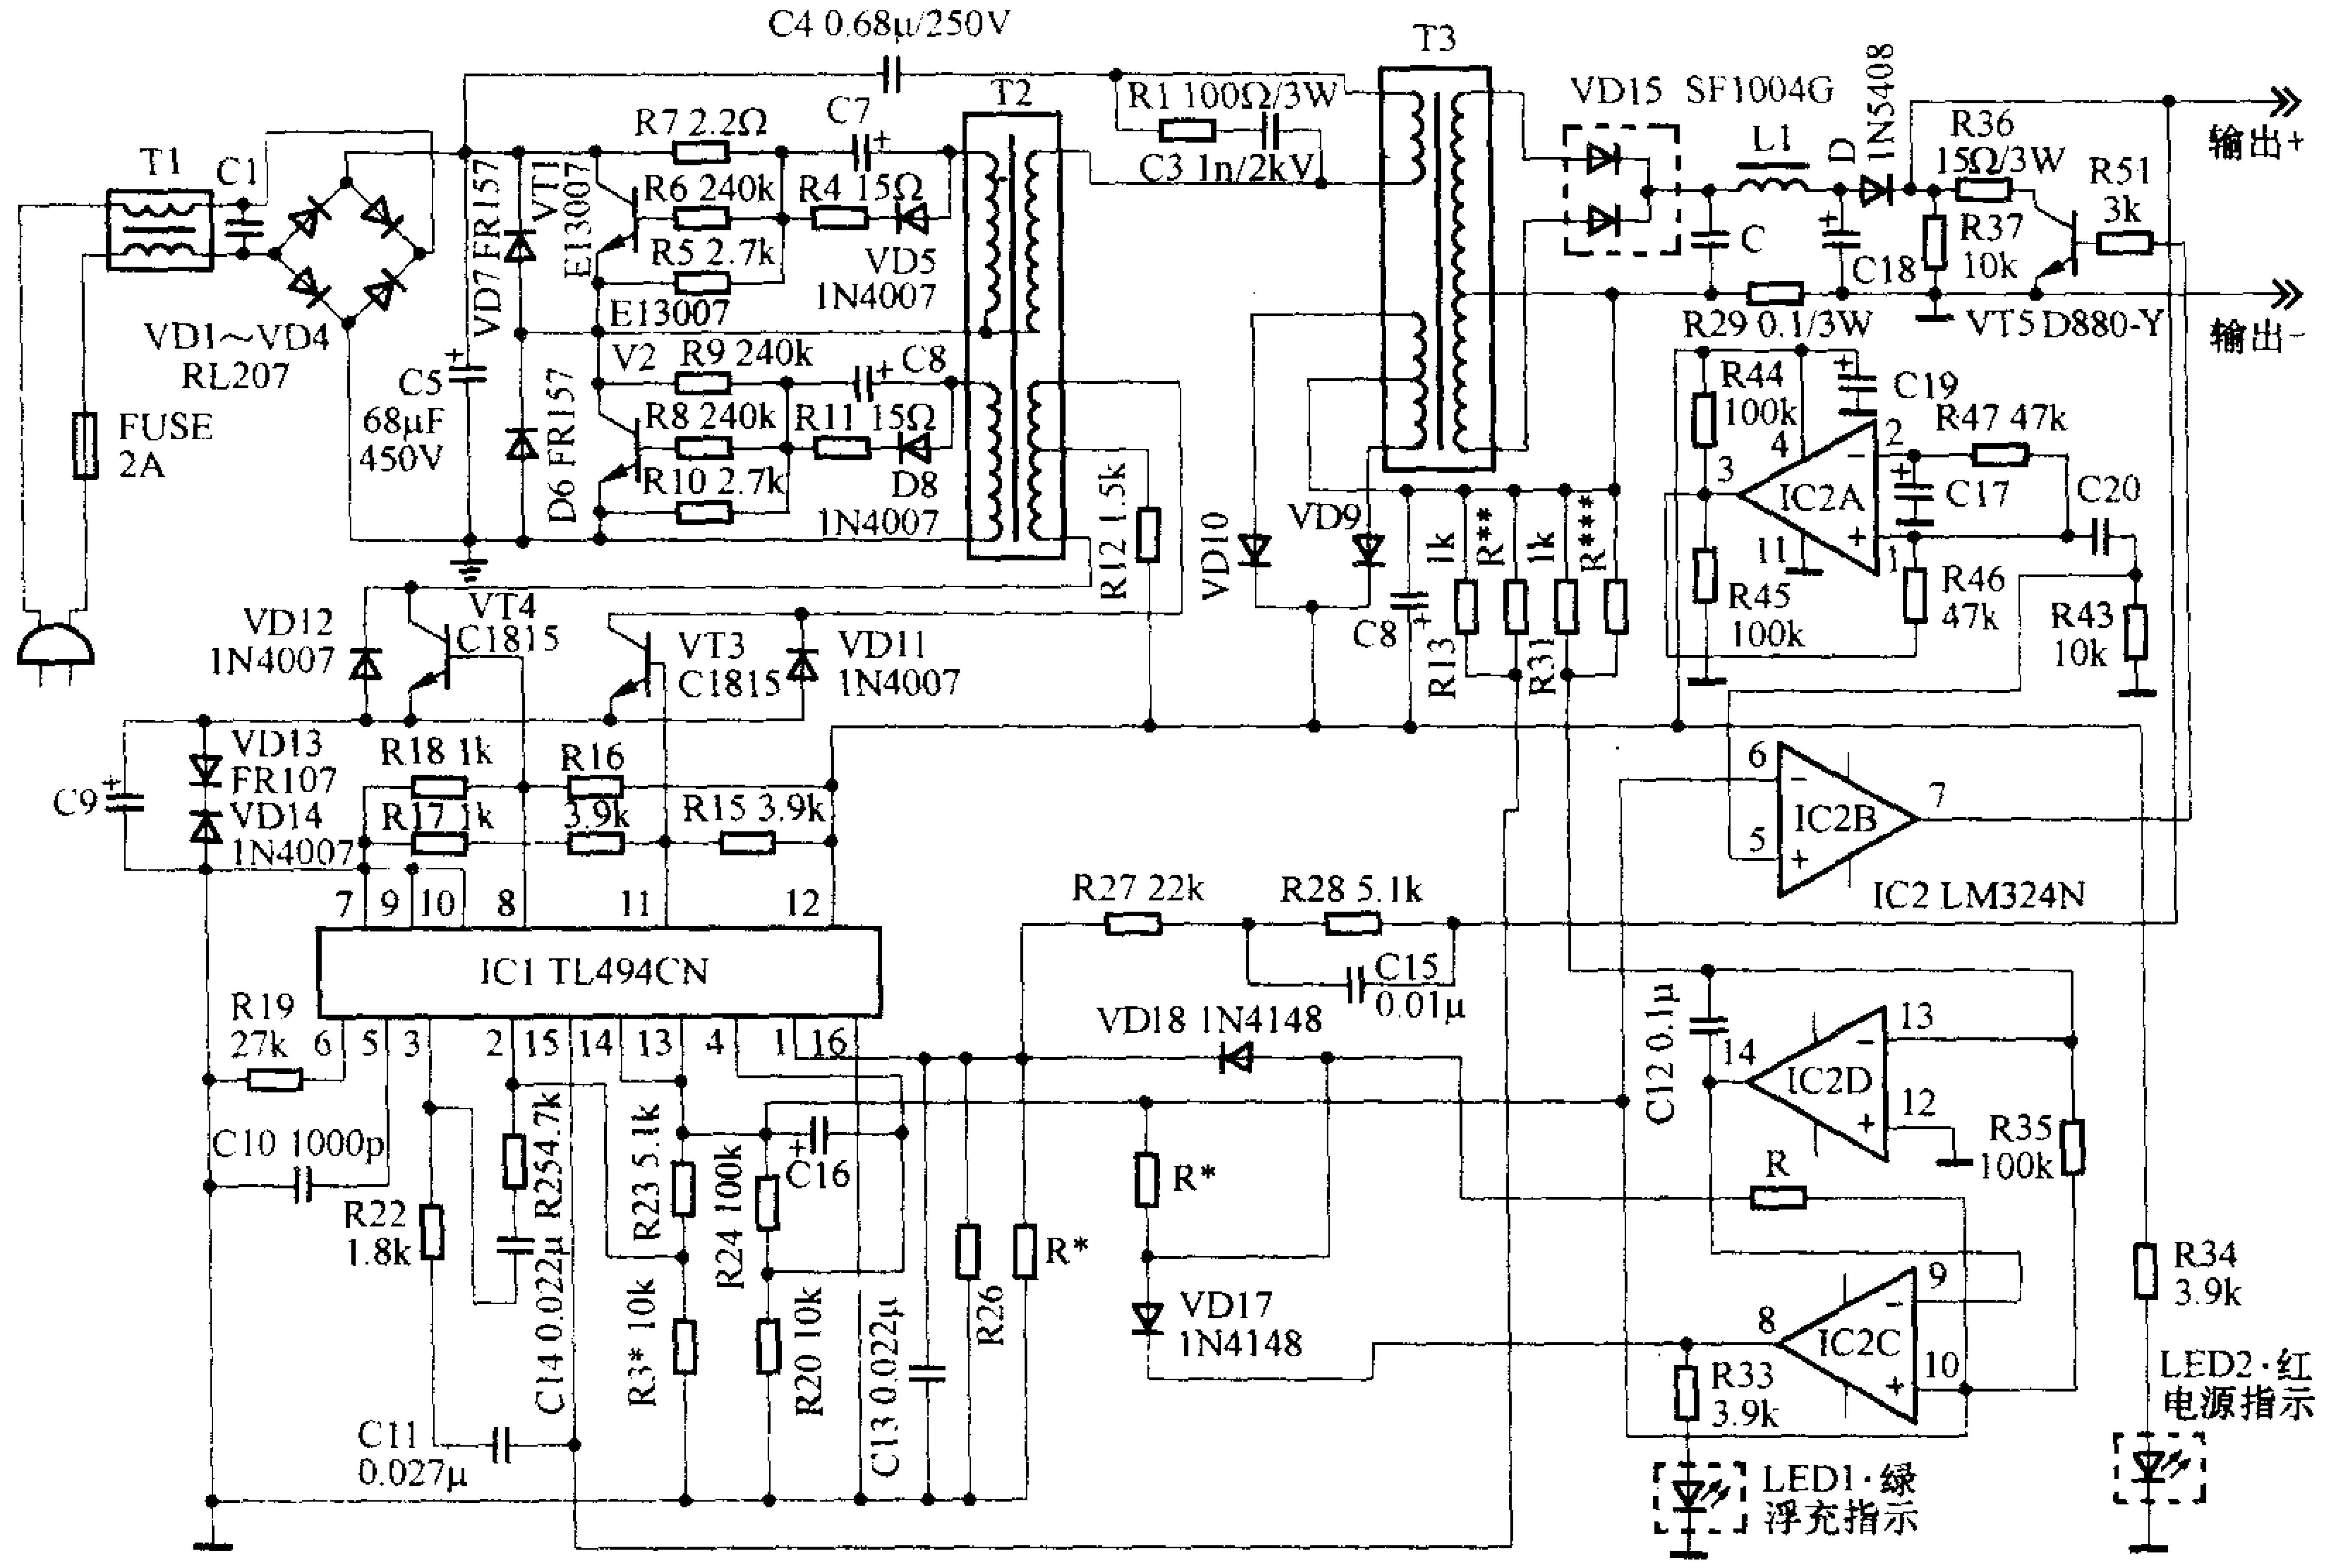

图 9　安琪尔电动车 DS-MC-36121 充电器电路
分析与检修：首先测量空载输出电压，为41.1V，比正常空载输出略低。连接蓄电池后，测量充电电流，只有10mA(用MF47型指针式万用表的50mA挡测)。根据上述测量结果，再结合有“吱吱”声发出，判断半桥式变换电路出问题的可能性大，而充电控制电路出问题(即实际上进入涓流充电状态)的可能性小一些，有关电路请参见图9。为查看半桥式变换电路的工作状态，首先测量IC1(TL494)各引脚在空载状态下的电压，1~16脚电压分别为：1脚3.23；2脚3.23；3脚3.30；4脚0.44；5脚1.42；6脚3.58；7脚0；8脚1.80；9脚0；10脚0；11脚1.19；12脚12.02；13脚4.9；14脚4.9；15脚0.18；16脚0。仔细对照表4-1，发现11脚与正常值相差太大，而且与8脚也不一样，此时半桥变换电路肯定不能正常工作。
1. 安琪尔电动车充电器图纸，充电器型号DS-MC-3612 Ⅰ，该充电器具有负脉冲充电功能。见图9。